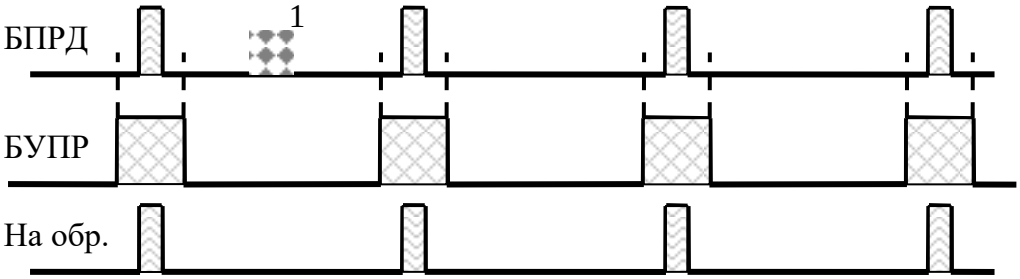

Рис. 6.12
6.2.7.5 Временная диаграмма на рис. 6.12 иллюстрирует сказанное в п. 6.2.6.3 и 6.2.6.4. Помеха 1 не попадает во временные ворота и «не пропускается» на дальнейшую обработку.